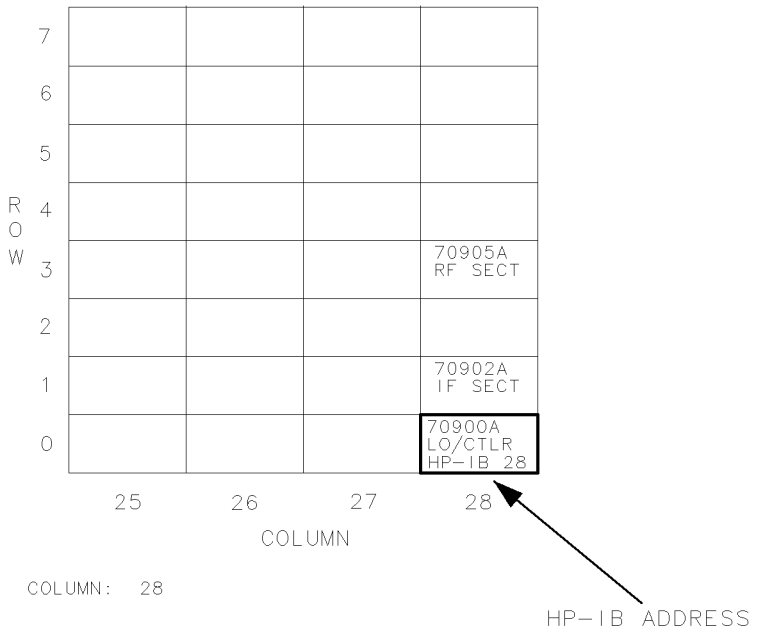
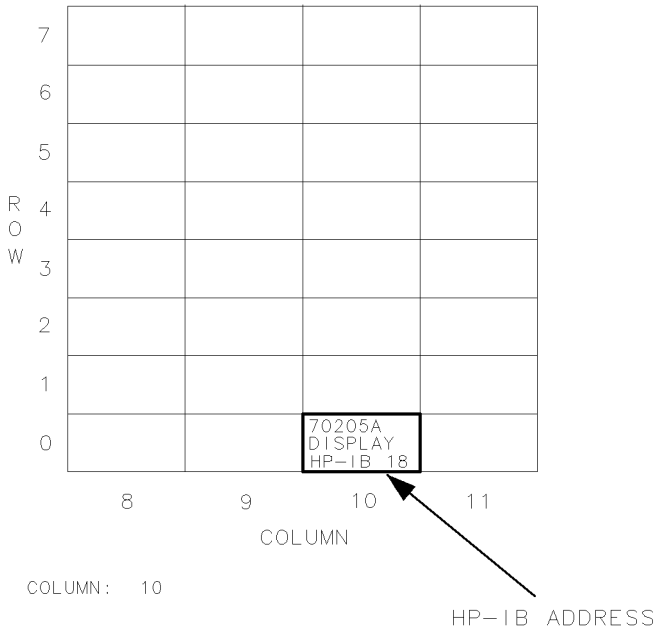

**Figure 1-1. Spectrum-Analyzer HP-IB Address as shown on Address Map**
**Figure 1-2. View Display Module on Address Map**
To view the map, press (DISPLAY), then press `Address Map` . Turn the front panel knob until the HP 70900B local oscillator source appears in the **address map** matrix. The HP-IB address is indicated next to the HP 70900B local oscillator source number. (The HP 70900B local oscillator source contains the firmware that controls spectrum analyzer operation and communicates with HP-IB.) The HP 70900B local oscillator source must be in row 0 for HP-IB access. (See Figure 1-1.) If the HP 70900B local oscillator source is not in row zero, set the HP-MSIB module address switch to row 0. (See Figure 1-3 and following text or refer to *HP 70000 Modular Spectrum Analyzer Installation and Verification Manual*
4. Check system configuration on the address map. For normal spectrum analyzer operation, the local oscillator and display modules are positioned in the bottom row, row 0, of the **address map** with the other modules stacked in a column above or above and to the right of the HP 70900B local oscillator source. (See Figure 1-1 and Figure 1-2.) The column may contain empty spaces between modules. If your system is not configured properly, for installation instruction, refer to the *HP 70000 Modular Spectrum Analyzer Installation and Verification Manual.*
The current HP-IB address is shown inside the HP 70900B local oscillator source box on the address map (Figure 1-1). Changing the HP-IB address with the front panel controls does not affect the HP-MSIB address of the module.